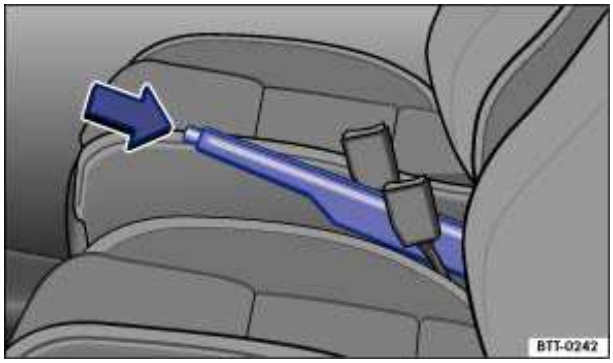

Fig. 136 Between the front seats: Parking brake.
- Pull the lever up slightly and press the release button ⇒ fig. 136 (arrow).